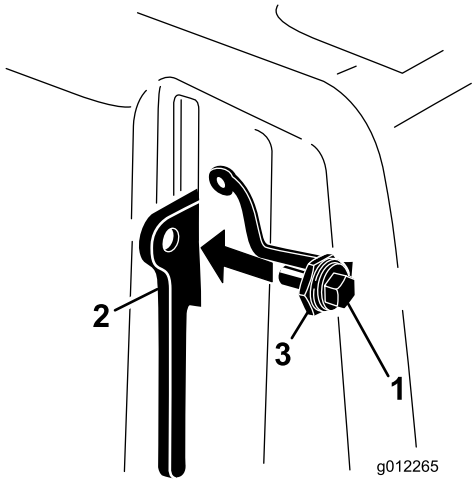

Figur 10
3. Skruva i bulten i remkåpans låsspärr (Figur 10).